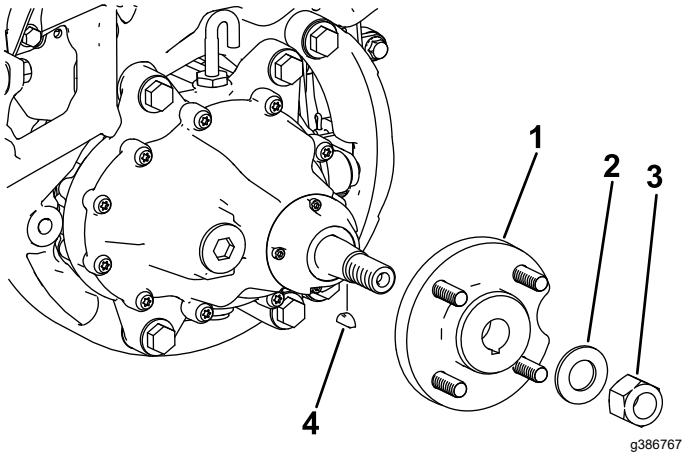

Figur 8
1. Monter hjulnavet du fjernet tidligere, med tilsvarende låsemutter og skive (Figur 8).
3. Monter skivekilen (Figur 8).